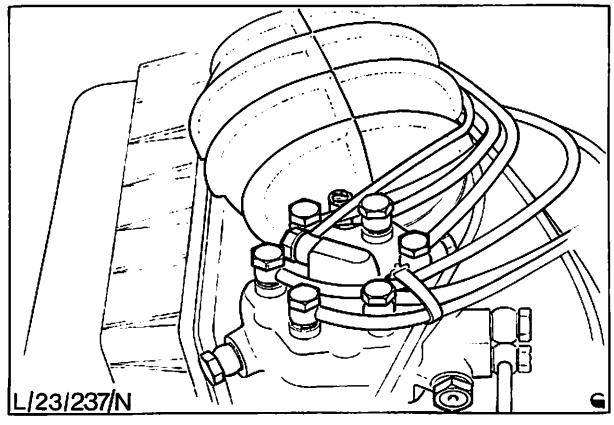

Abb. 93 Leitungen – Einspritzventile am Kraftstoffmengenteiler
6. Leitungen am Kraftstoffmengenteiler abbauen und komplett ausbauen, Abb. 93.